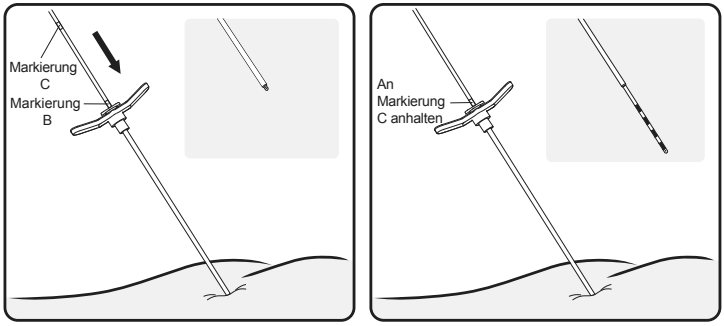

Abbildung 14. Elektrode in die Einführhülse schieben, um die Elektroden freizulegen.
9. Die Elektrode weiter durch die Einführhülse vorschieben, bis die visuelle Markierung C mit dem Einführhülsengriff ausgerichtet ist, während die Einführhülse festgehalten wird. Fluoroskopisch bestätigen, dass die Spitze der Hülse proximal zu den Elektroden liegt (**Abbildung 14**).